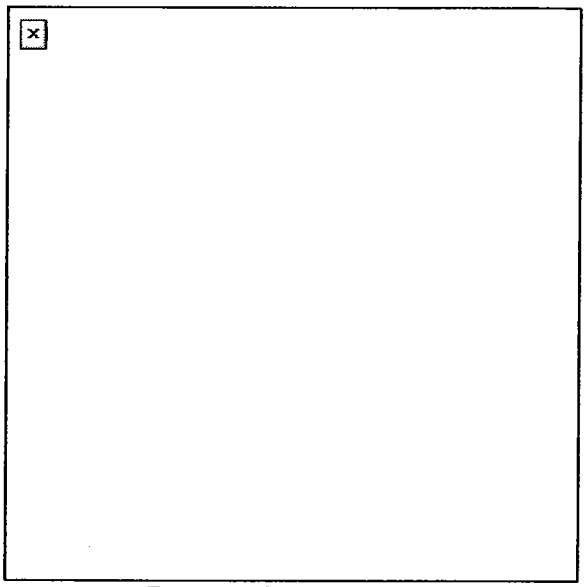

Figure 2. One-hand grip.
a. Supported grip. The only supported grip is the one-hand grip (Figure 2). Begin by gripping the weapon as previously described (Task Step 3). Allow the thumb of your firing hand to rest without pressure beside your weapon. Place your trigger finger, between the tip and the second joint, on the trigger, so you can squeeze the trigger to the rear. Your trigger finger must work independently of your other fingers.